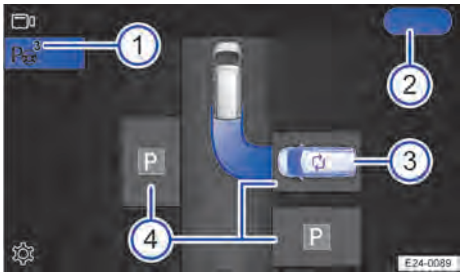

Bilde 119 Infotainmentsystem: Velge en parkeringsluke (eksempel).
Antallet registrerte parkeringsluker vises på funksjonsfeltet P eller for den aktive parkeringshjelpen → Bilde 119 ①.
3. Den aktive parkeringshjelpen velger automatisk en parkeringsluke og viser den som foretrukket parkeringsluke (blå bil) i infotainmentsystemet → Bilde 119 ②.
1. Trykk på ønsket parkeringsluke på skjermen til infotainmentsystemet → Bilde 119 ④.
1. Trykk på symbolet ↻ hvis det vises på en parkeringsluke → Bilde 119 ③.
ⓘ Når den aktive parkeringshjelpen ikke er aktivert, vises registrerte parkeringsluker → Bilde 119 ① eventuelt i skjermvisningen for parkeringssensorene. ◁